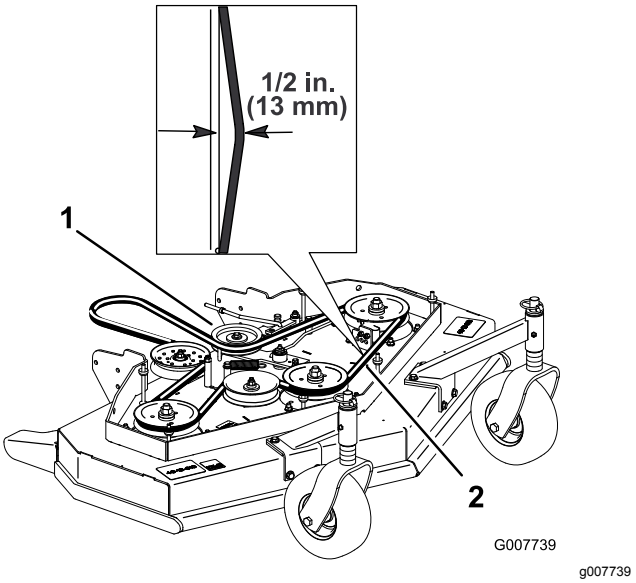

Figur 45
4. Fjern styreremskiven og den slidte drivrem (Figur 45).
Bemærk: Plæneklipperremmens korrekte spænding er 44 til 67 N med en remafbøjning på 13 mm halvvejs mellem remskiverne (Figur 45).